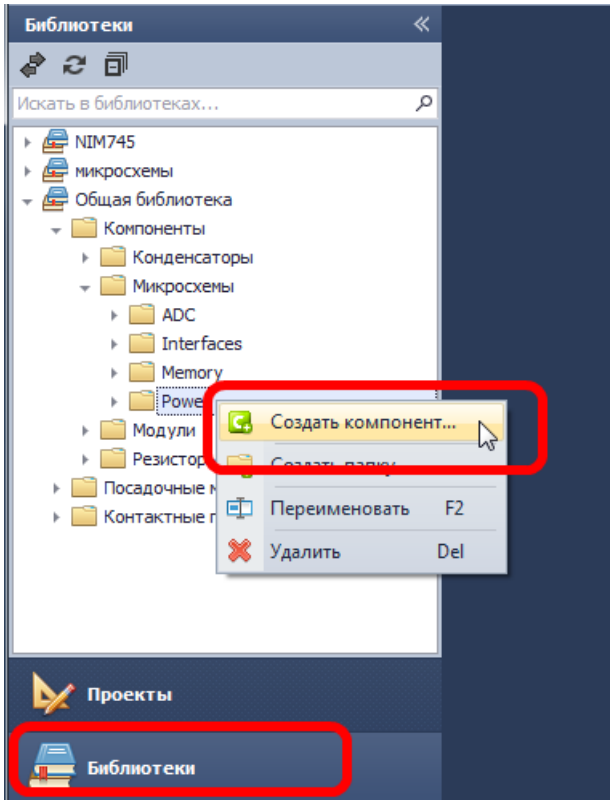

Рис. 221. Создание компонента
5. Вызвать контекстное меню для выбранной папки и активизировать пункт «создать компонент», см. Рис. 221.